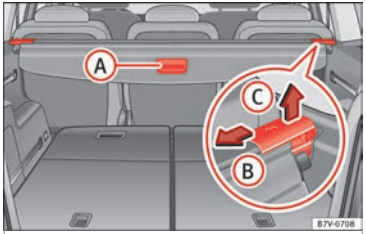

Fig. 89 In the luggage compartment: rear shelf
- Pull the shelf handle ››› **Fig. 89** Ⓐ backwards.
- Release the shelf in the direction of the arrow ››› **Fig. 89** Ⓑ.
- Lift the shelf off in direction of the arrow ››› Fig. 89 (B).
- Release the shelf in the direction of the arrow ››› Fig. 89 (B) and lift it in the direction of the arrow (C).